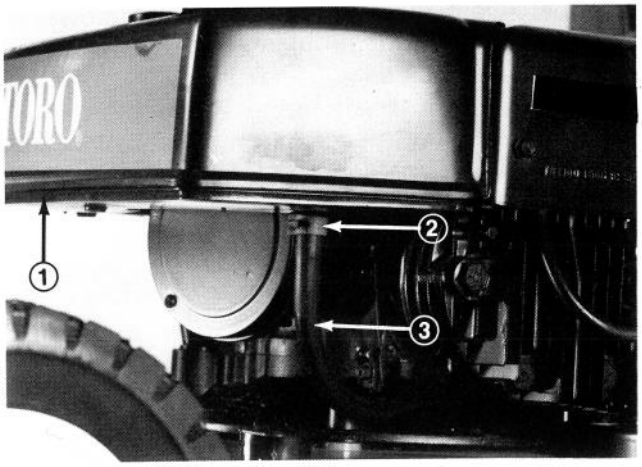

Figure 29
2. Place a clean, shallow drain pan below the fuel tank (Fig. 29).
3. Squeeze ends of clip holding fuel line on fuel tank fitting (Fig. 29). Slide clip down fuel line.